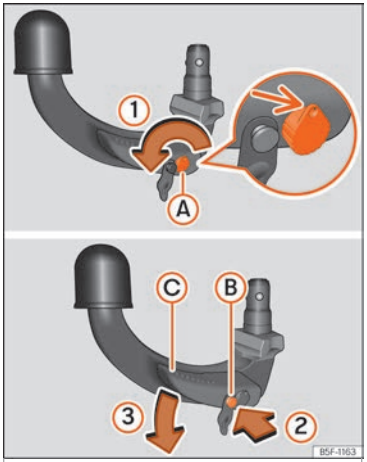

Fig. 170 Tow hook reserve position »
- Insert and turn the key in the direction of the arrow ››› Fig. 170 ① until the hole in the key faces upwards (arrow).
- Press the release bolt ››› Fig. 170 Ⓑ in the direction of arrow ②, while pressing lever Ⓒ in the direction of arrow ③ as far as it will go.